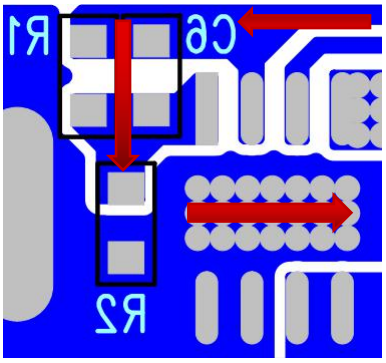

**图 2**
4.FB 管脚外置电阻应尽量靠近芯片，且布线足够宽。如图 2。